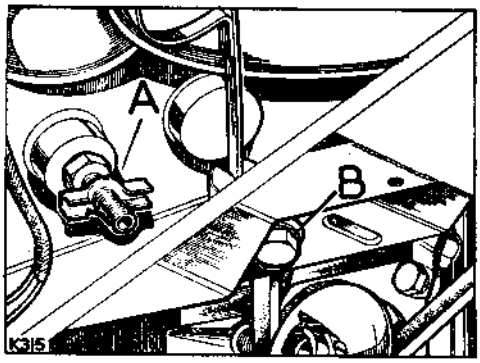

**Fig. A2-77. Coolant system drain points**
11. Replenish the engine coolant system. Allow a full flow of coolant through the drain taps before closing them. See Fig. A2-77.